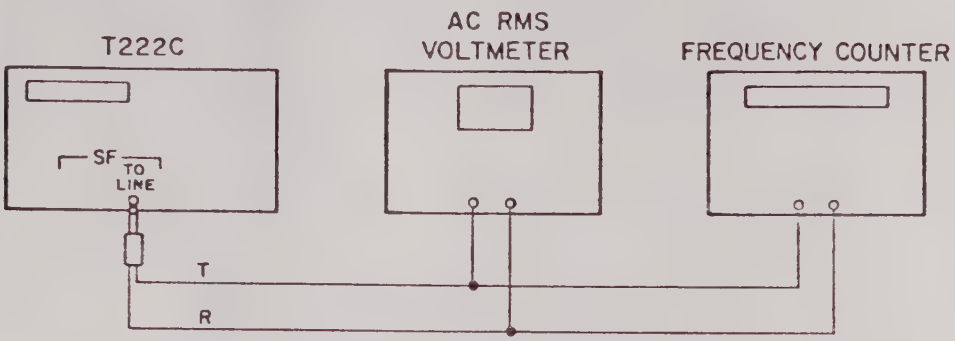

FIGURE 7-1
7.7.02 Establish the test set-up of Figure 7-1.